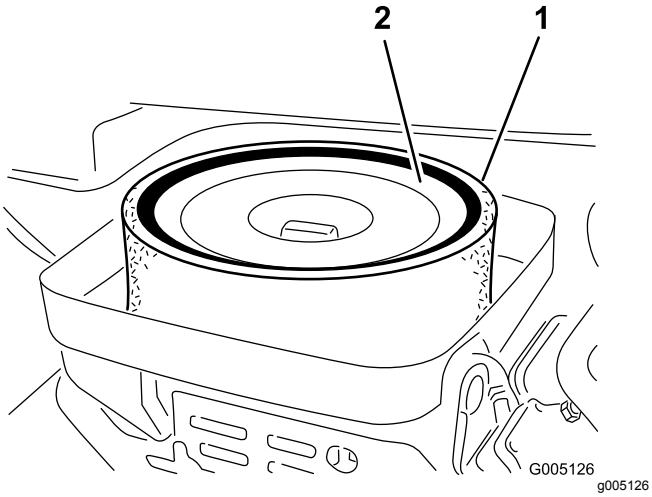

Figuur 31
3. Maak de vleugelmoer los waarmee de elementen zijn bevestigd aan de luchtfilterbehuizing (Figuur 31).
4. Als het schuimelement vuil is, moet u dit verwijderen van het papierelement (Figuur 31) Dit moet grondig worden gereinigd. Ga hierbij als volgt te werk: